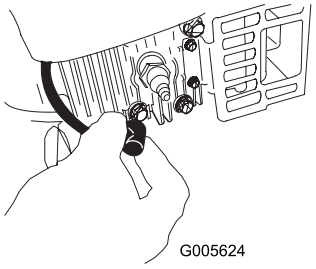

Figur 28
2. Kobl tændrørskablet fra tændrøret før du udfører nogen form for vedligeholdelsesarbejde (Figur 28).